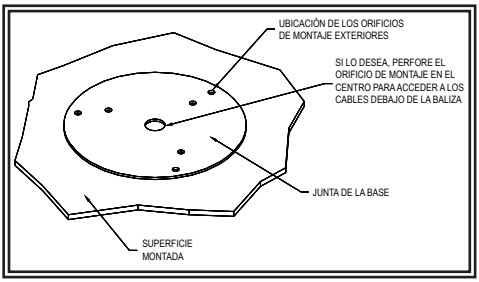

Figura 1
1. Usando la junta de la base como plantilla, marque las ubicaciones de los tres orificios de montaje (vea la Figura 1).
3. Se puede perforar un cuarto orificio para el acceso del cable según se muestra en la Figura 1, o se pueden pasar los cables por la ranura de la base para acceso externo.